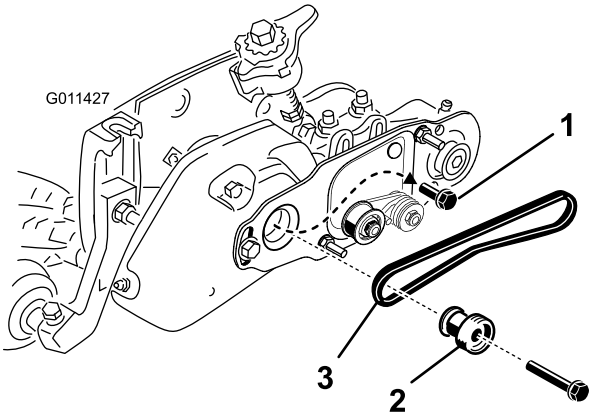

Figur 31
42. Ta bort den bult som fäster trimsatsskivan vid drivskivan (Figur 31).
43. Sätt in borstens drivskiva i trimsatsens drivskiva och sedan på drivaxeln (Figur 31). Kontrollera att skivflikarna är placerade i skåran i drivaxeln.
44. Stryk på Loctite på gängorna på 3/8 x 2-tumshuvudskruven med fläns. Fäst drivskivan på axeln med hjälp av huvudskruven med fläns (Figur 31). Dra åt knivbulten till ett moment på 46–54 N·m.